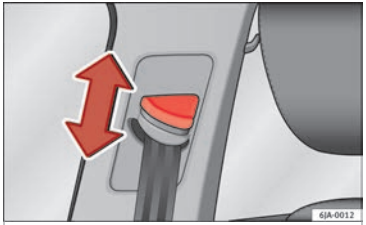

Fig. 81 Location of the belt height adjuster.
– Press the upper part of the shoulder belt guide and hold it in this position **»» Fig. 81**.